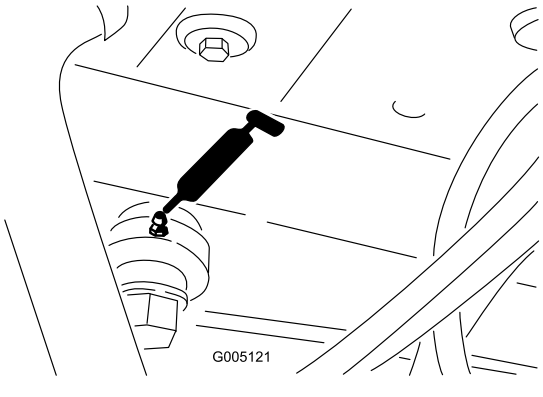

Figuur 31
- Uiteinde van stuurcilinder (Figuur 31)